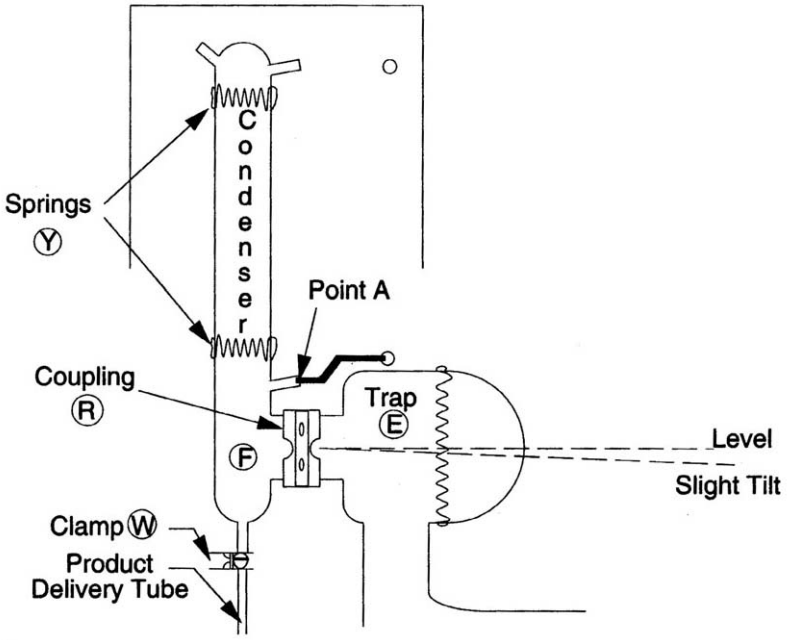

Figure 3-1. Remove Packing Materials
Refer to Figure 3-1 for the following steps:
3. Check orientation of trap “E”. If it is not level or tilted back toward the boiler as shown in Figure 3-1, move the condenser “F” up in its bracket. This will tilt trap as shown.
a. Remove tape from 3/8" I.D. vinyl hose and connect to lower right condenser outlet at Point “A” (Figure 3-1). Move still to bench.
5. Unpack the four (4) Vycor immersion heaters “C” and check the voltage rating on the top cap. It should agree with the voltage of your power supply. If it does not, contact your dealer and order correct heater.